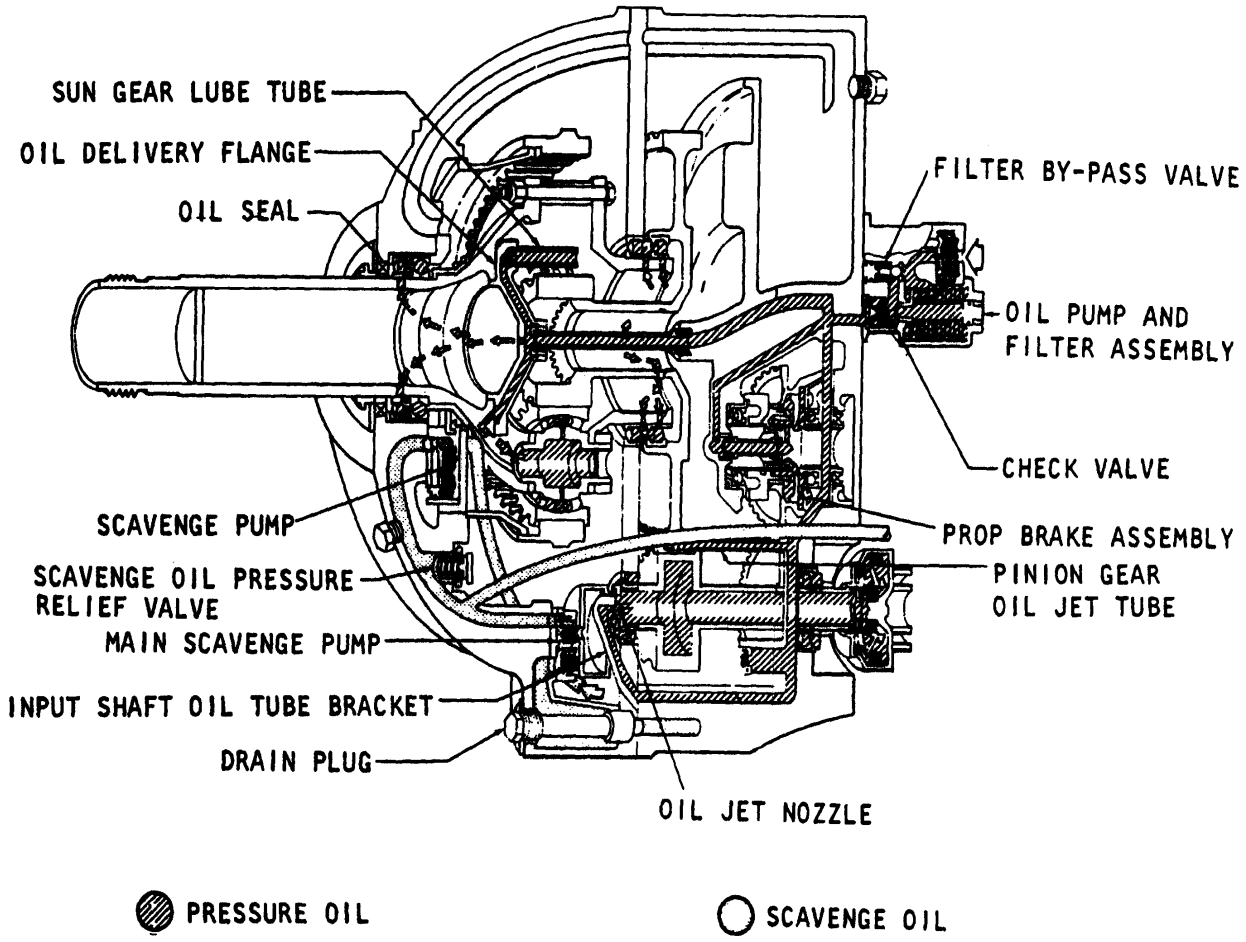

Figure 3. Reduction Gear Oil System Schematic
11. The reduction gear assembly incorporates a dry sump oil system (figure 3) which consists of a gear type oil pump, filter, and two scavenge oil pumps. Both scavenge pumps have the same capacity and are mounted internally, one at the bottom and one in the nose of the reduction gear assembly.